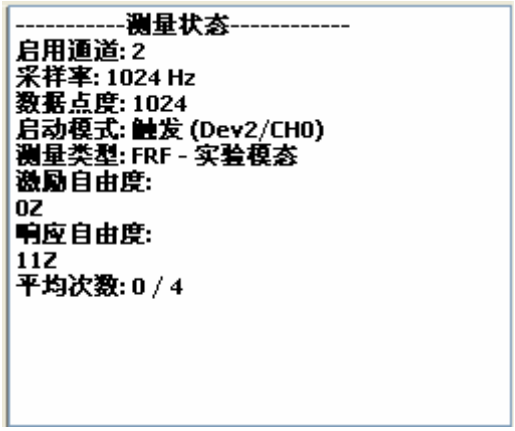

图 5-10 数据测量窗口信息栏
- 关闭试验设置窗口回到数据测量窗口，数据测量窗口右上的测量状态信息栏显示设置概要、当前激励与响应点，平均次数等，如图 5-10 所示。